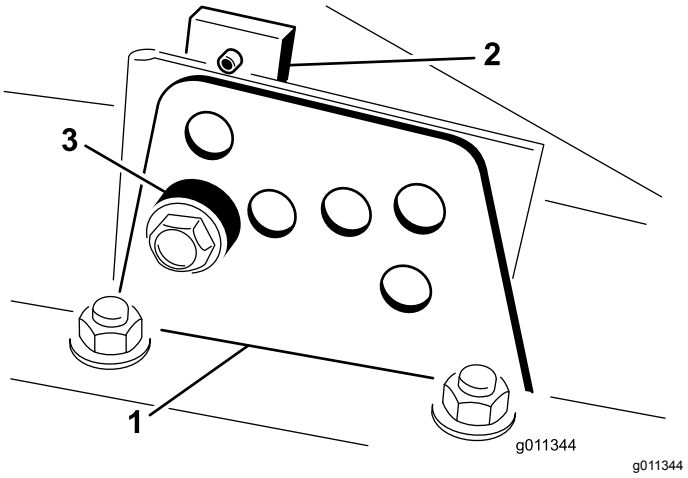

Figura 7
2. Afloje el perno que sujeta cada soporte de altura de corte a la pletina de altura de corte (delante y en cada lado) (Figura 7).